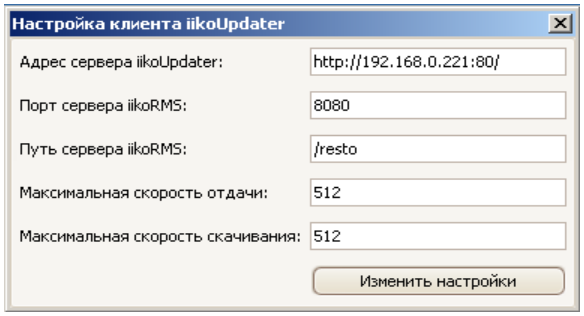

Рисунок 2 Окно Настройка клиента iikoUpdater
В настройках утилиты можно настраивать скорости отдачи и скачивания данных (по умолчанию 512 Кб/сек). Эти параметры могут быть изменены как на сервере (**iikoChain → iikoUpdater**, введите новые значения и нажмите кнопку **Установить**), так и в настройках клиента iikoUpdater (**iikoRMS → iikoUpdater**, введите новые значения и нажмите кнопку **Изменить настройки**, см. Рисунок 2).
3. Настройках клиента iikoUpdater укажите адрес сервера обновлений (см. Рисунок 2).